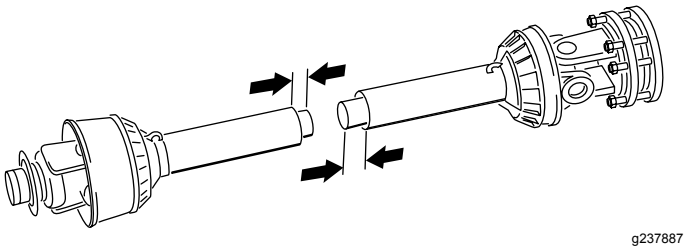

Figur 17
11. Skill de to halvdelene på kraftuttaksakselen (Figur 17).
12. Mål avstanden fra enden av hvert rør til sikkerhetsverneplatene (Figur 17). Noter avstandene.